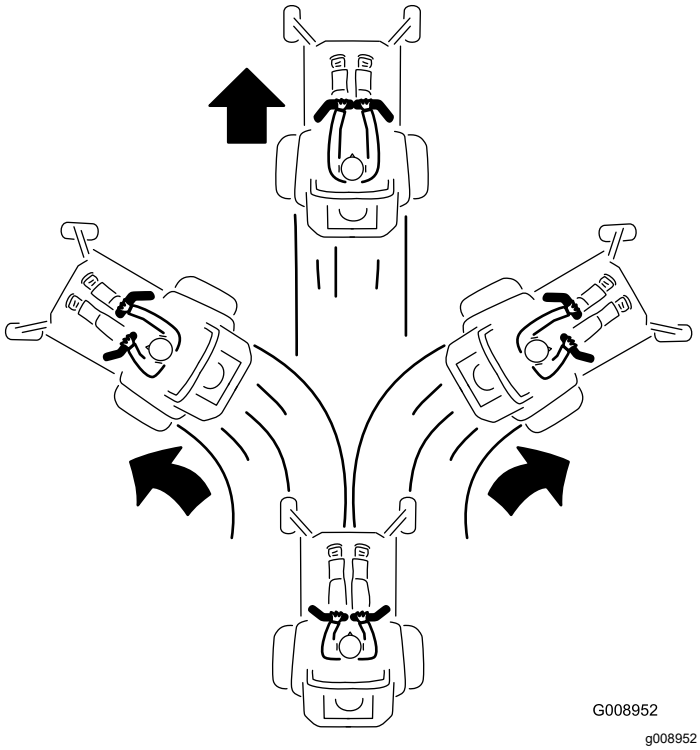

**Figuur 26**
3. Om vooruit te rijden, duwt u de rijhendels langzaam naar voren (Figuur 26).